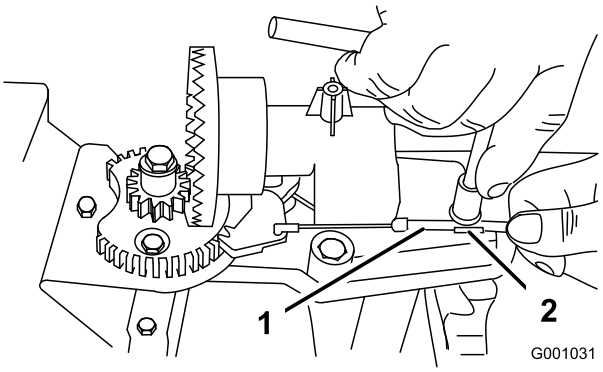
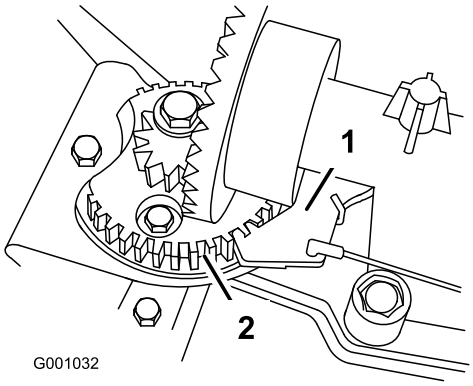

Figur 43
Figur 44
2. Lossa bulten på kabelklämman (Figur 43).
3. Ta tag i kabelledningen och för den mot maskinens främre del tills spärrhaken på utkastaren helt hakar in i kugghjulets kuggar (Figur 43 och Figur 44).
Obs: Spärrhaken är fjäderupphängd och kommer att röra sig in i kuggarna på kugghjulet av sig själv (Figur 44).